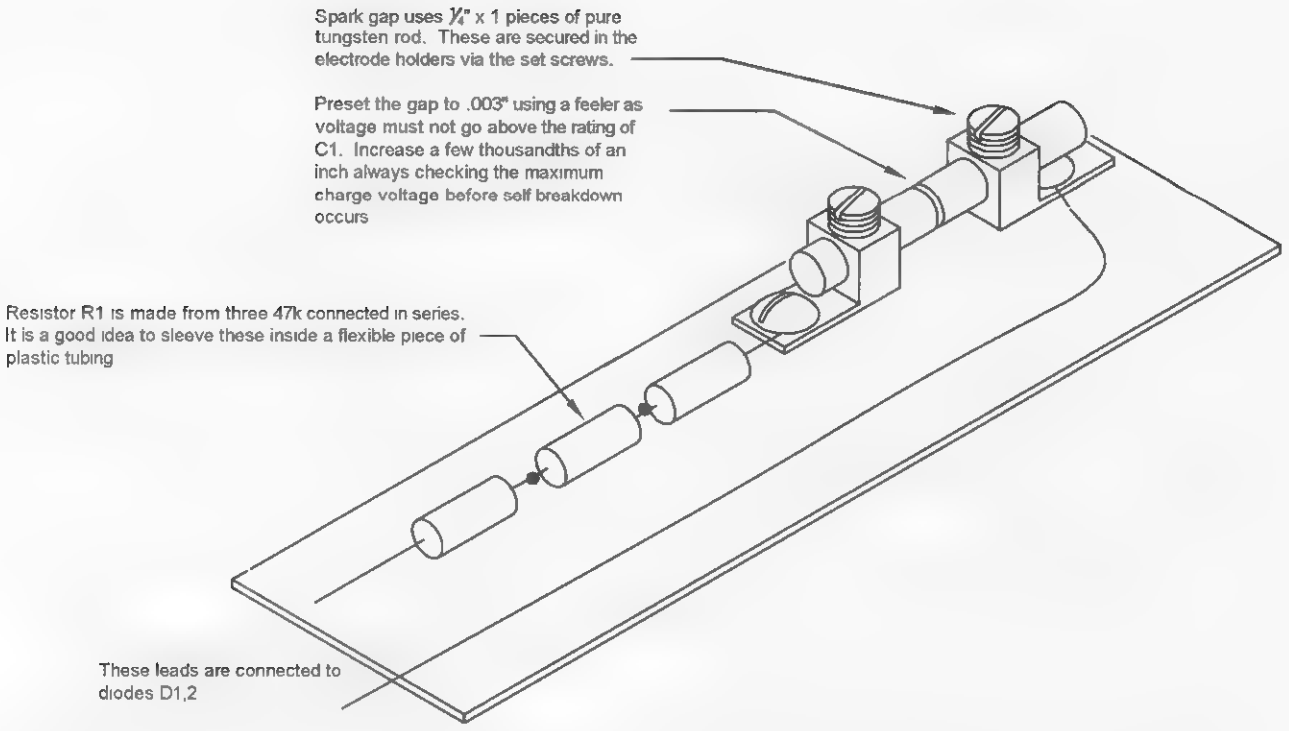

Figure 12-3 *Generator board bottom view*
1. Fabricate a piece of Lexan plastic or G10 circuit board, as shown in Figure 12-3, to a 7 × 2 inch plate for PL1. Locate the two 1/4-inch spark-gap-holder (SGH1, 2) screws holes as shown. The holes are spaced 2 3/4 inches from one another.